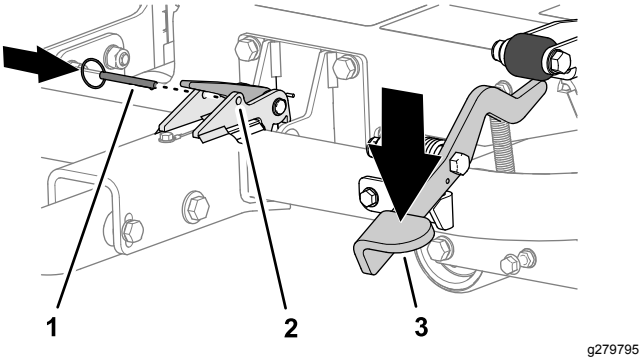

**Figura 19**
3. Pise o pedal do engate até o engate ficar bloqueado no lugar (Figura 19).
4. Insira o pino de bloqueio através dos furos do trinco (Figura 19).